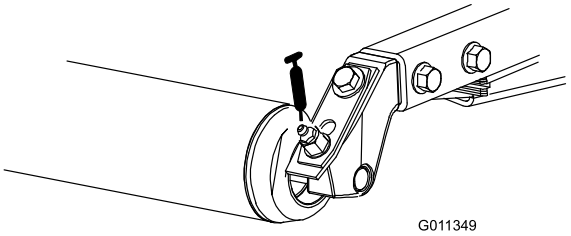

**Figur 43**
- Bakre rullager (2 per klippenhet) (Figur 43)
**Obs:** För att smörja nipplarna på rullarna (Figur 43) behövs en adapter till smörjpistolens munstycke. Beställ Toro artikelnr 107-1998 från din auktoriserade Toro-återförsäljare.